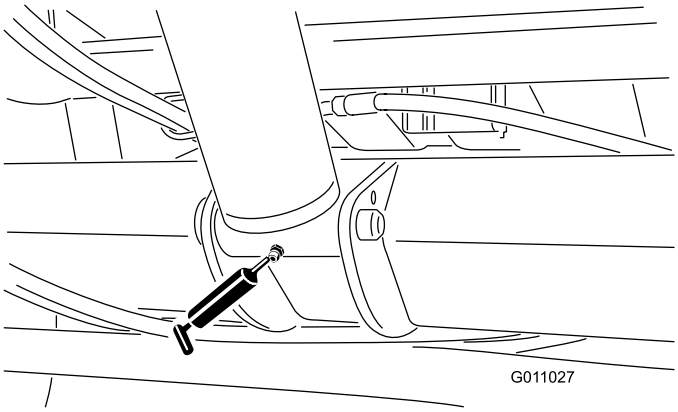

Figur 31
- Løftesylinder (2) (Figur 31).